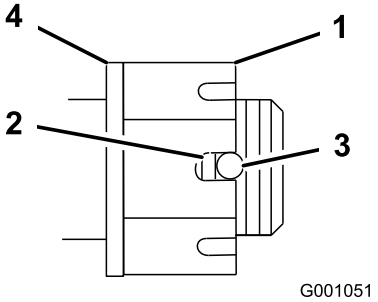

Figur 54
4. Dra åt spårmuttern till 170 Nm (Figur 54).
5. Kontrollera avståndet från spårets botten i muttern till hålets innerkant. Högst två gängor ska synas (Figur 54).
7. Dra åt spårmuttern till 170 Nm (Figur 54).
8. Dra åt muttern tills nästa uppsättning spår är i linje med hålet i axeln (Figur 54).